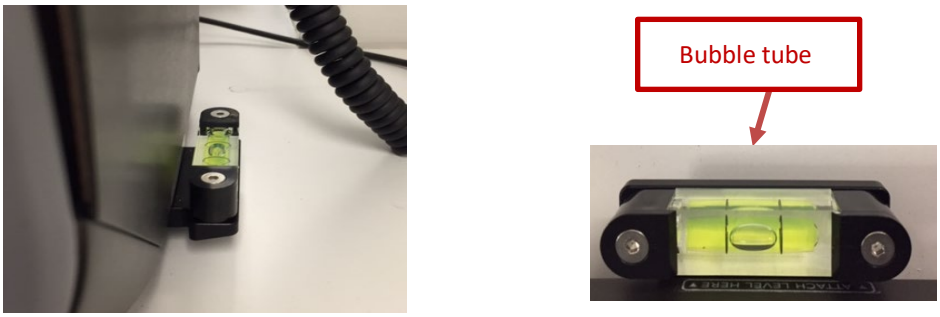

Figure 5. Quantra Analyzer Bubble Level.
a. The instrument is level when the bubble is centered between the two lines on the bubble tube (Figure 5).